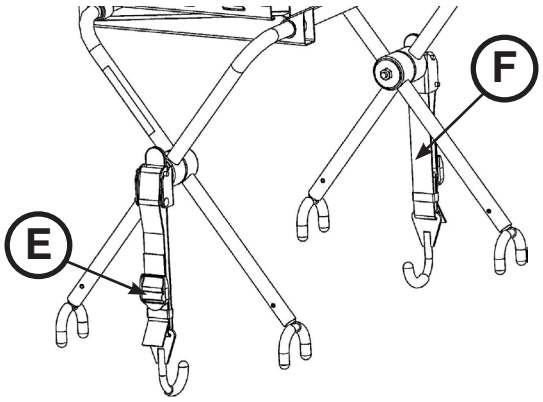

rys. 59
- Jeśli podstawka pod defibrylator nie zostanie poprawnie zamocowana po zatrzaśnięciu obu haków zatrzaskowych lub jeśli nie można zamocować haków na ramie blatu noszy, należy zwolnić zatrzask (E), odpowiednio poluzować lub zacisnąć pasek (F), a następnie nacisnąć zatrzask (E), aż zablokuje się w odpowiednim położeniu, czemu będzie towarzyszył dźwięk (rys. 59).